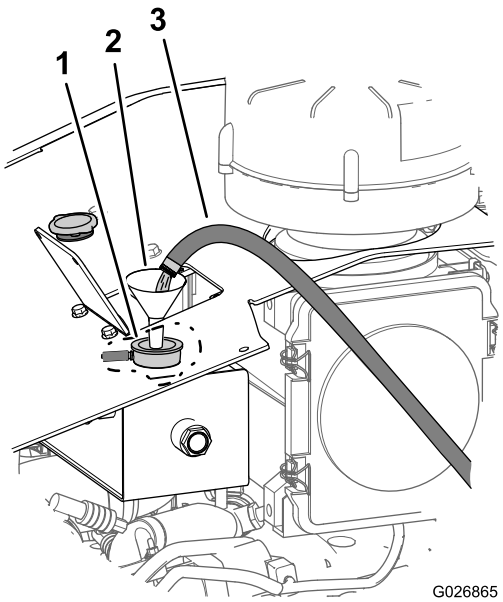

Figure 103
A. Remplissez le circuit de refroidissement d'eau propre (Figure 103).